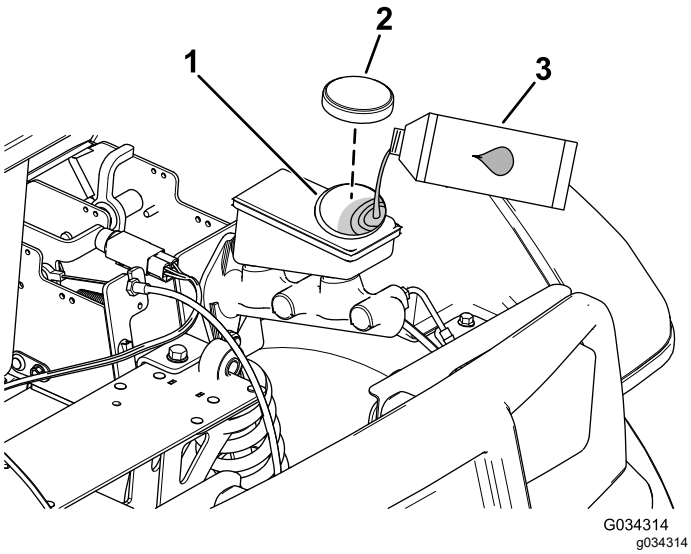

Figur 54
2. Lyft upp motorhuven så att du kommer åt huvudbromscylindern och behållaren (Figur 54).
A. Rengör området kring tanklocket och ta av locket (Figur 54).
C. Sätt tillbaka behållarens lock (Figur 54).